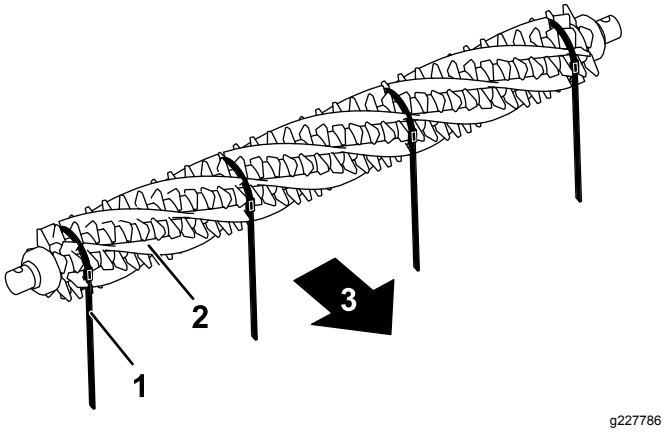

Figur 20
3. Skjut in en borste från ena sidan av trimningscylindern i samtliga spår runt hela trimningscylindern (Figur 20).
Viktigt: **Remmarna måste lindas runt trimkniven och borsten i den primära rotationsriktningen. Figur 20 visar remmarna monterade för framåtrotation.**